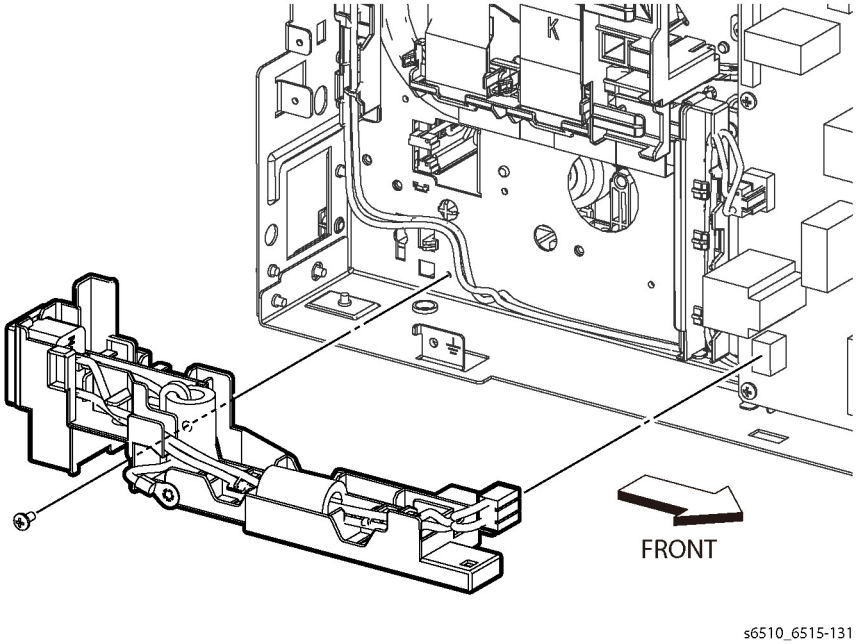

Figure 2 Remove the Inlet Harness Assembly (SFP)
5. Refer to Figure 2 to unplug the Inlet Harness Assembly connector (P/J281).
6. Refer to Figure 2 to remove the screw attaching the Inlet Harness Assembly and remove the harness assembly.